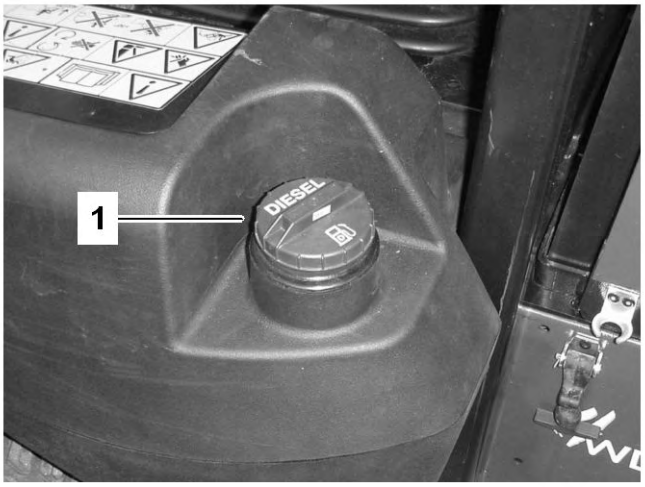

Figur 25
3. Ta bort locket från bränsletanken (Figur 25).